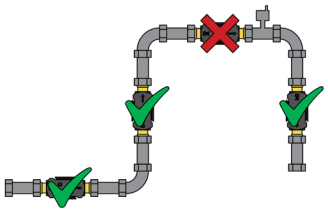

Fig.1
1. Ne positionner pas le débitmètre au point le plus haut du système (Fig.1);